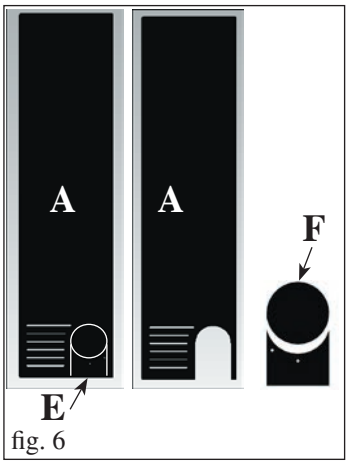

fig. 6
Remove the pre-cut diaphragm (E - fig. 6) from the metal side (A), previously removed, to allow the smoke output pipe (not provided) to pass through.
From the diaphragm (fig. 6) remove portion F (fig. 6).